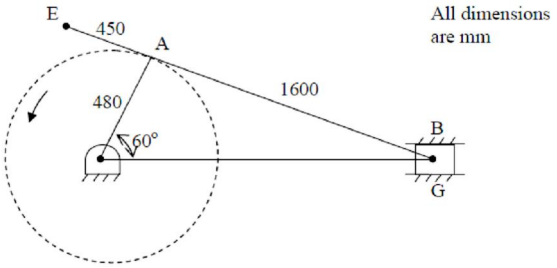

Figure 1
Q.2 **(a)** For the configuration of slider crank mechanism shown in Figure 1 below. Calculate graphically; **07**